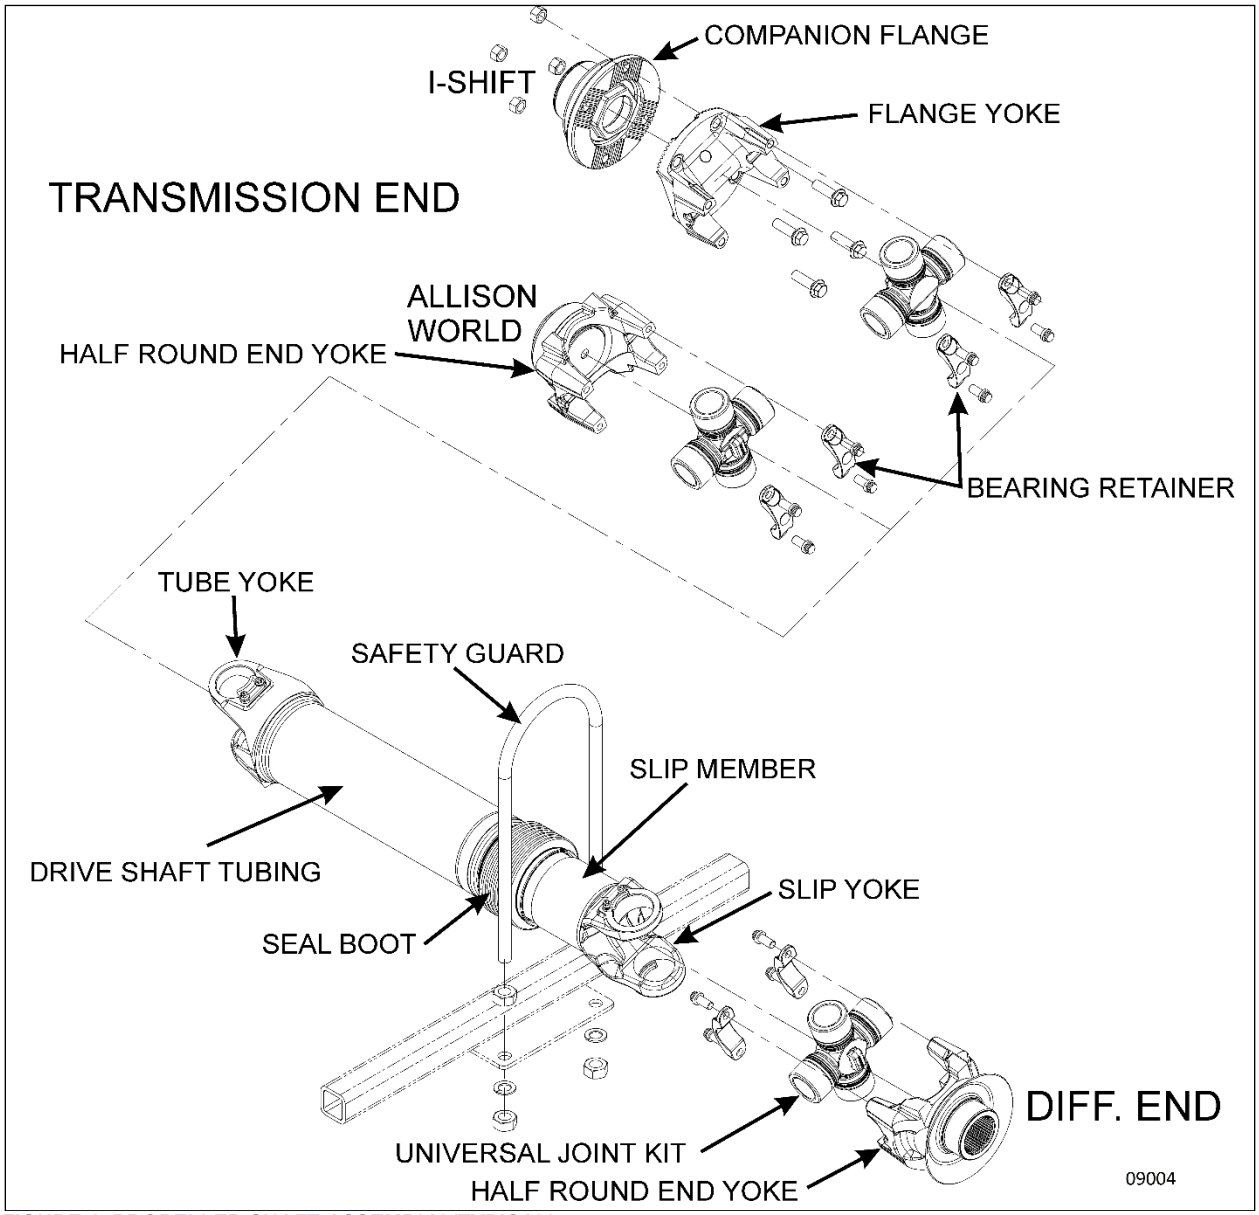

**FIGURE 1: PROPELLER SHAFT ASSEMBLY (TYPICAL)**
The propeller shaft transmits power from the transmission to the differential. Refer to paragraph *"6. SPECIFICATIONS"* at the end of this section for propeller shaft length. The propeller shaft is Dana Spicer Life Series SPL250 type with tubular shafts. It is provided with two heavy-duty universal joints (FIGURE 1).
- **All universal joints securing hardware (bearing retainers and bearing retainers bolts, spring tabs and bolts) must be removed and replaced** using new OEM specified replacement parts (FIGURE 1 & Figure 2).